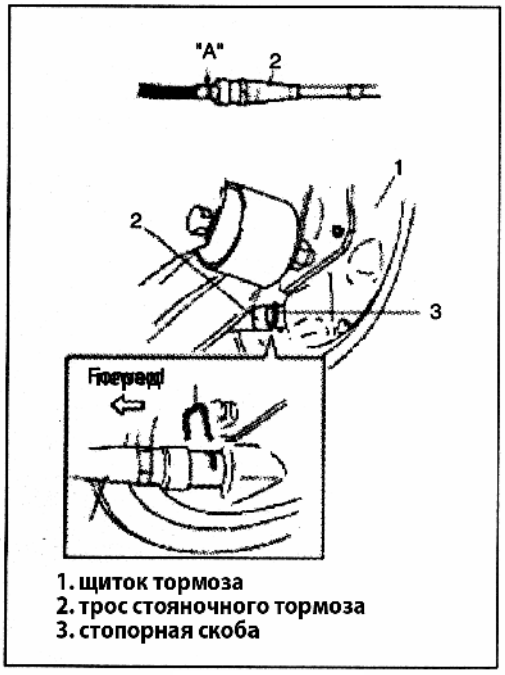

Рис. 688
3) Нанесите водонепроницаемый смазочный материал на место контакта щитка и троса стояночного тормоза. Затем установите трос на щиток тормоза. Зафиксируйте трос стопорной скобой (Рис. 688).